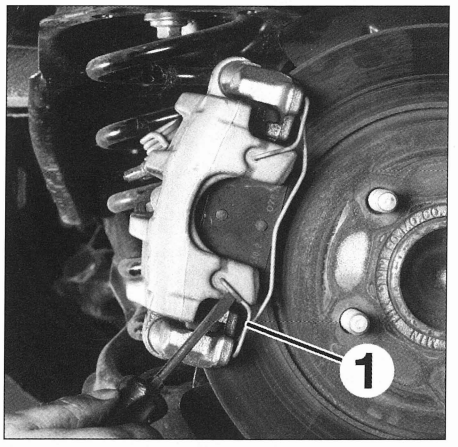

FIG. 13
- el muelle de la pinza (1) **(fig. 13).**